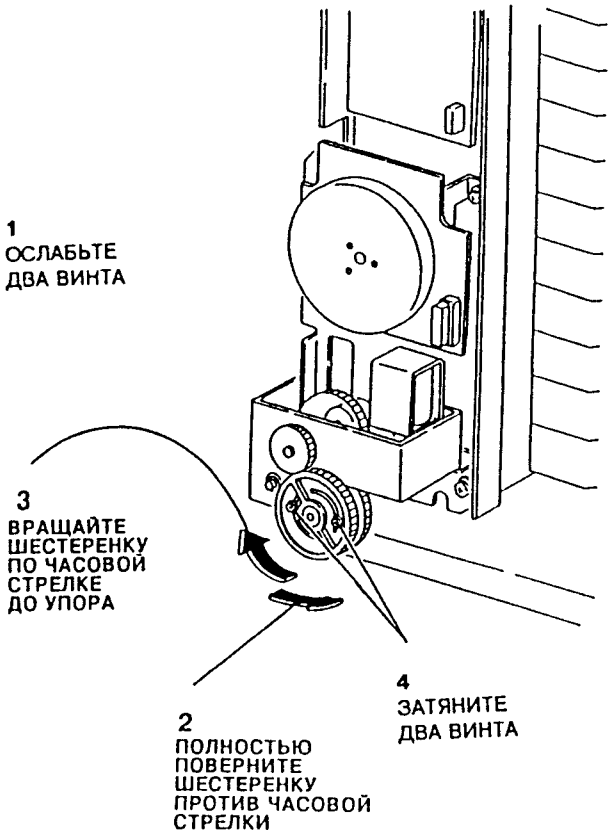

Рис. 3. Регулировка механизма индексирования
2. Отрегулируйте механизм индексирования (Рис. 3).